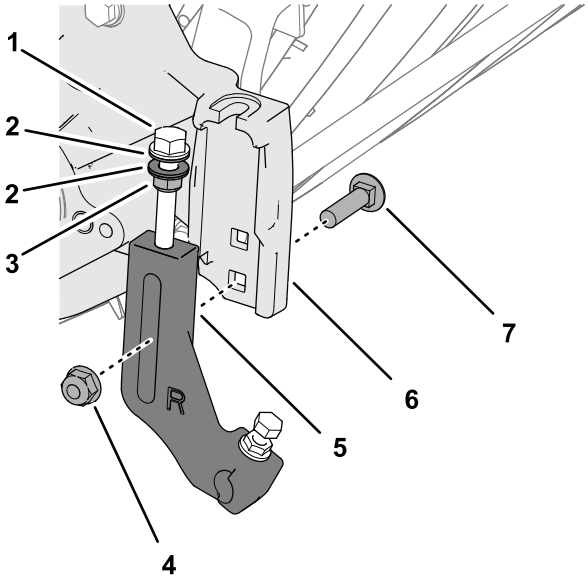

Figura 7
1. Montate senza serrare una staffa dell’altezza di taglio superiore alla piastra laterale (Figura 7) con un dado di serraggio (3/8 “) e il bullone a testa tonda che avete messo da parte nel passaggio 3 in Rimozione delle staffe dell’altezza di taglio (pagina 2) utilizzando il foro quadrato inferiore nel supporto dell’altezza di taglio della piastra laterale.